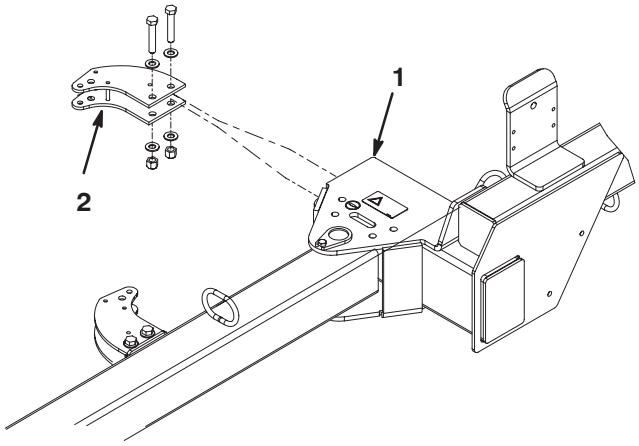

Figur 3
1. Montera det bakre ledfästet på uppsamlarens ram med (2) 1/2–13 x 2–3/4 tums huvudskruvar, (4) 0,531 x 0,063 planbrickor och en 1/2–13 låsmutter. Placera komponenterna enligt figur 3.